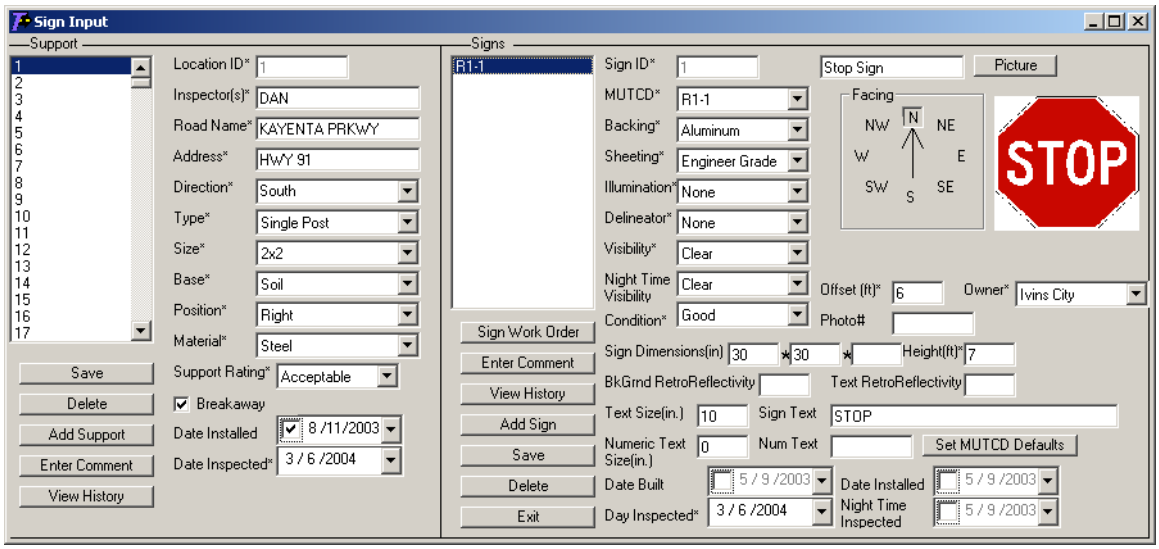

Figure 43. Sign Support and Sign Inventory Form
The Information box indicates the support selected has no information stored in the database. Click OK, and the *Sign Input* form appears, as shown in Figure 43. The top section of the form is to add information pertaining to the sign support. The bottom section of the form contains the information for the individual signs attached to that support.
1. From the starting screen go to the **Inventory\Condition Survey Menu** and click “Edit Sign Inventory.” The Sign Input form (shown in Figure 43) appears.